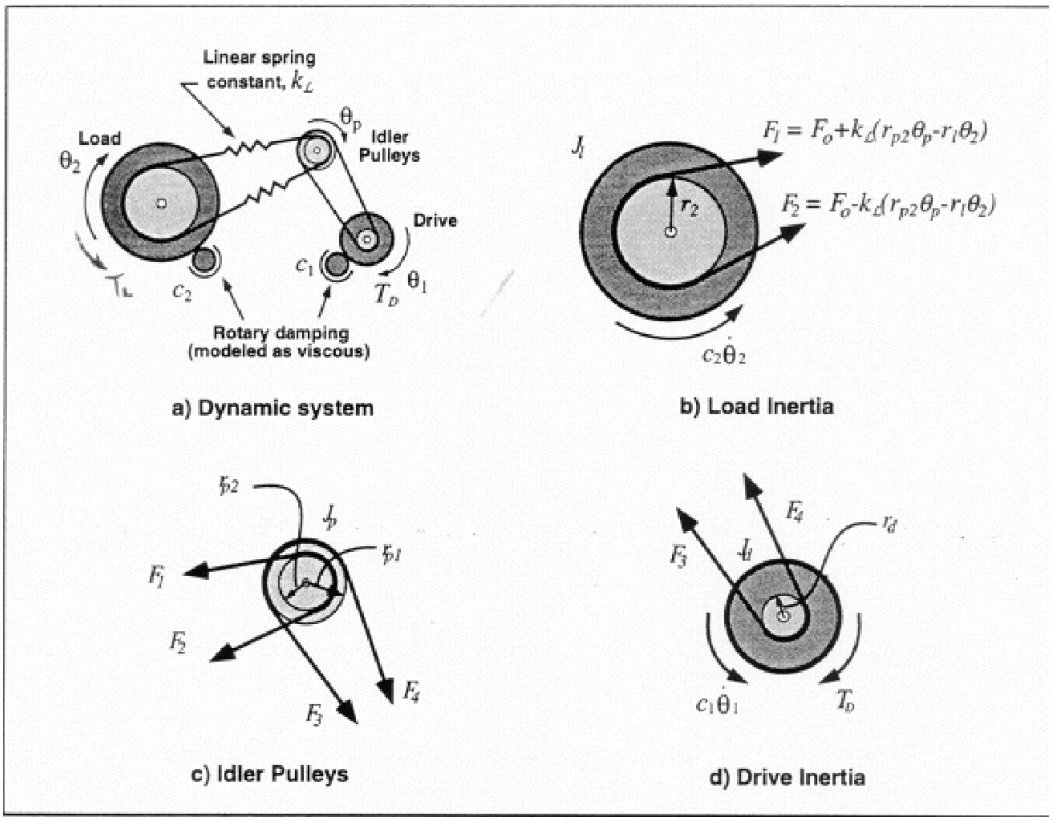

Figure 2 Schematic of ECP Plant with Flexible Belts
(1). Identify reference point and positive directions and draw FBD for each element shown in Figure 2.